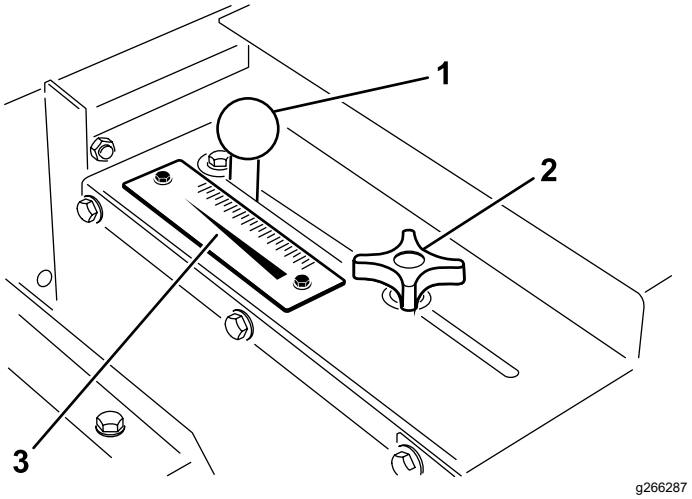

**Figur 20**
1. Lossa låsratten (Figur 20) tillräckligt för att den ska kunna glida obehindrat i spåret.
2. Ställ grindratten (Figur 20) i önskat läge och dra åt låsratten för att säkra justeringen.
Använd hastighetsskalan (Figur 20) för att ställa in önskad flödeshastighet. Se Sandningshastighet (sida 17).